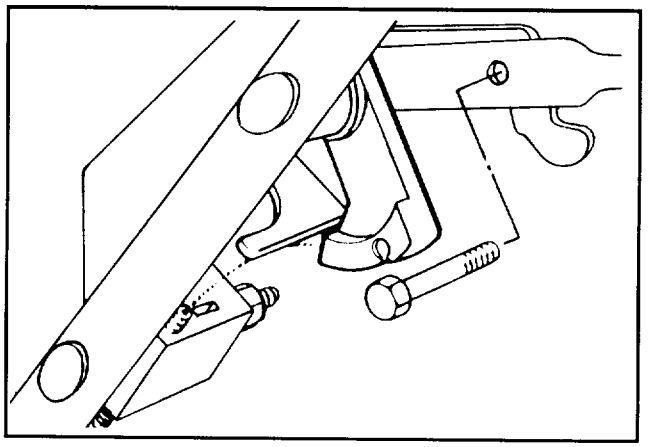

Abbildung 4
8. Bedienungshebel an Steuerstange mit Kopfschraube und Gegenmutter befestigen (Abb. 4).